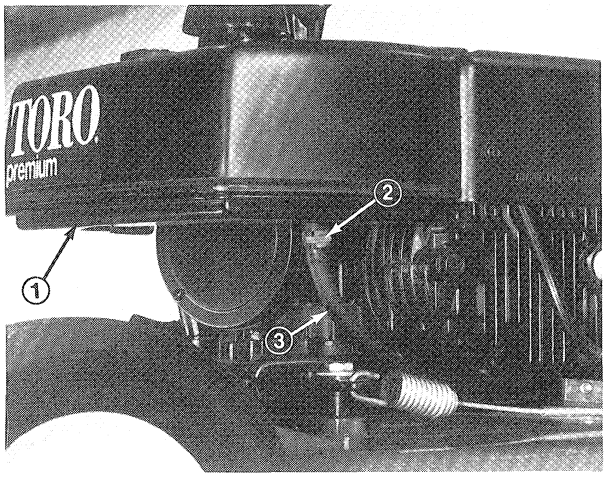

Figure 29
3. Squeeze ends of clip holding fuel line on fuel tank fitting (Fig. 29). Slide clip down fuel line.